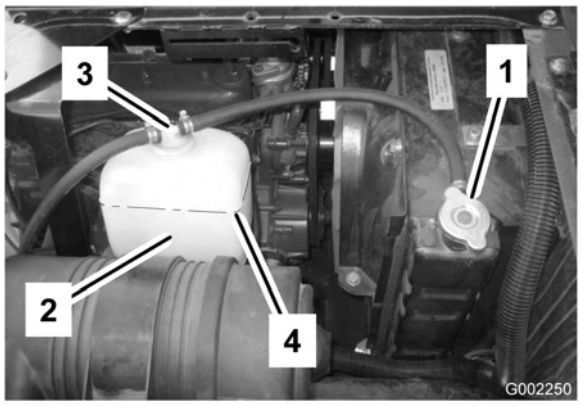

Figur 53
2. Når motoren er afkølet, fjernes kølerdækslet (Figur 53).